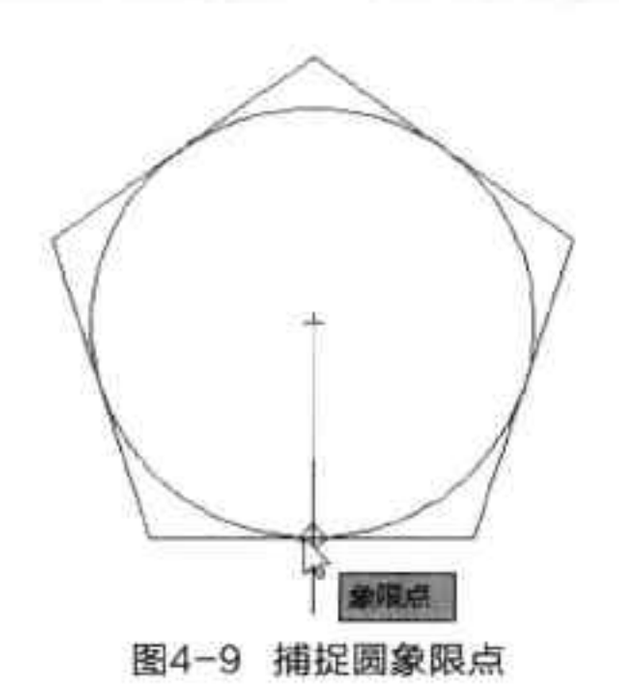

图4-9 捕捉圆象限点
Step 05 将光标向下移动，并捕捉圆形的象限点，即可完成正五边形的绘制，如图 4-9、4-10 所示。